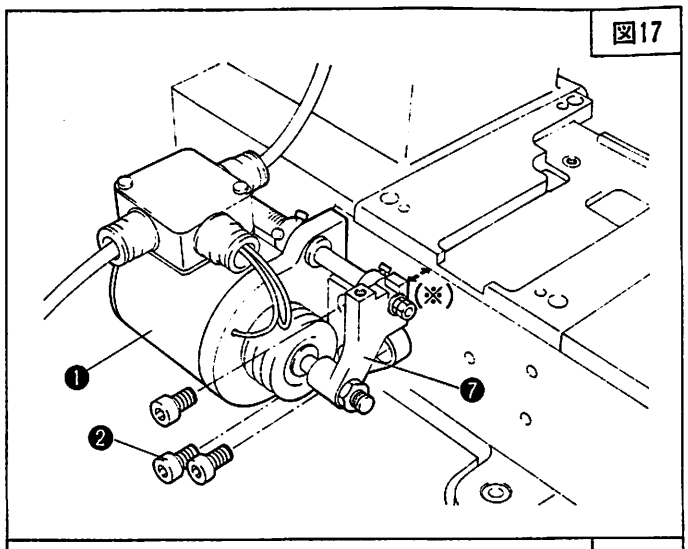

図17
ソレノイド(組)の取り付け方 (図17,18)
1. 図17を参照して、❶、❷の順にクランク❼の上面とベッド上面が同一高さで水平になるように取り付けてください。(※)